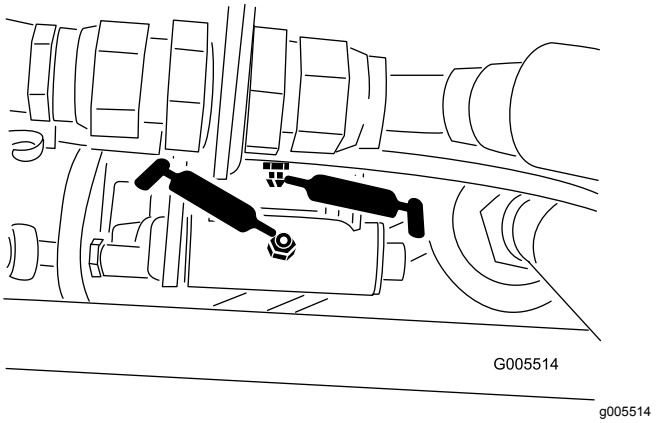
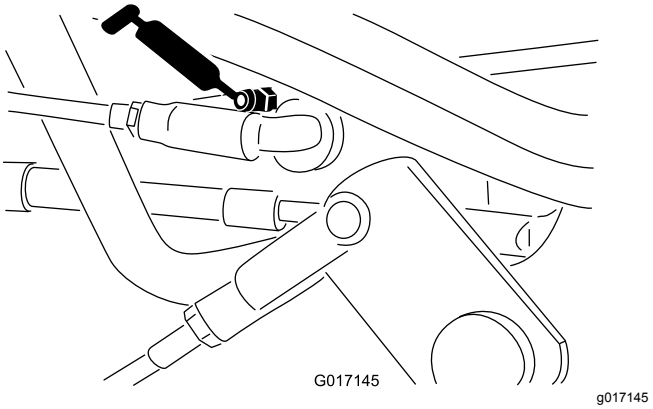

**Figur 42**
**Figur 43**
- Växelväljarlänkaget (Figur 42 och Figur 43)